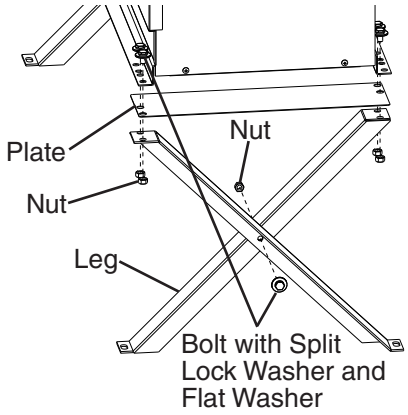

Fig. 9
1) Assemble 2 sets of legs using the legs, bolts, and nuts provided. See Fig. 9.